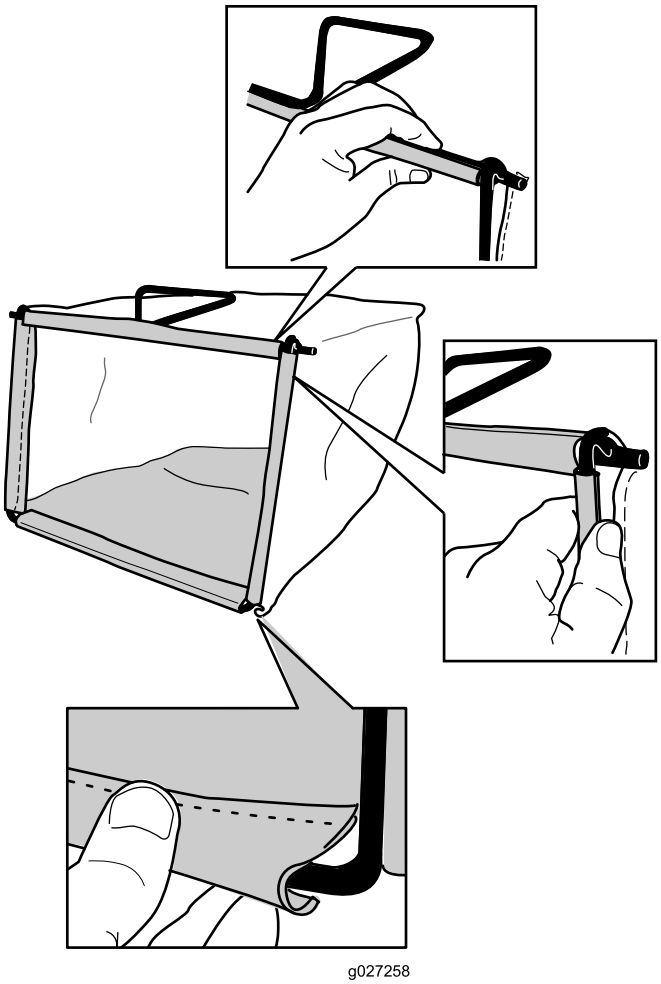

Rysunek 12
2. Zaczep dolny kanał worka na dolną część ramy (Rysunek 12).
3. Zaczep kanały boczne i kanał górny worka odpowiednio na boczne i górne elementy ramy (Rysunek 12).